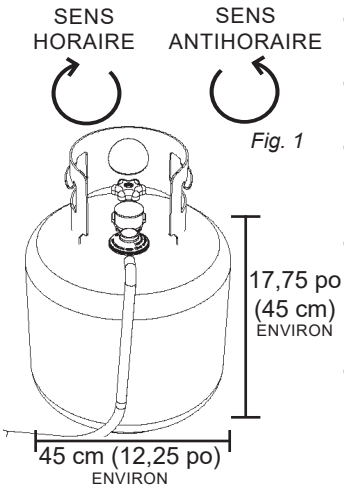

Fig. 1
4. Insérez le mamelon du régulateur bien au centre dans le robinet de la bouteille de gaz (fig. 1). Tournez l'écrou de raccord du régulateur dans le sens horaire jusqu'à ce qu'il s'arrête. NE SERREZ PAS TROP.